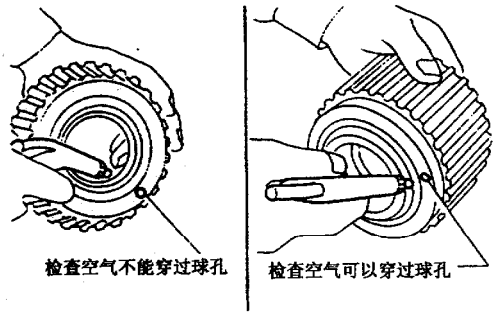

图 9 - 13 - 107
(3) 前进档离合器和超速档离合器主动片。检查主动片的表面是否烧蚀、刮伤或损坏，测量厚度，前进档离合器主动片厚度的标准值为 1.8mm，磨损极限为 1.6mm，超速档离合器主动片厚度的标准值为 1.6mm，磨损极限为 1.4mm，如果超出磨损极限，则应更换。
(4) 前进档离合器和超速档离合器碟形片。检查碟形片是否变形或损坏，测量碟形片的厚度，前进档离合器碟形片厚度的标准值为 2.5mm，超速档离合器碟形片厚度的标准值为 2.15mm，如果碟形片损坏或疲劳软化，则更换。
(5) 前进档离合器鼓。检查止回球的位置是否正确，从前进档离合器鼓外面把压缩空气加到止回球油孔中，确保空气可以从止回球泄漏，从前进档离合器鼓里面把压缩空气加到油孔中，确保空气不泄漏，如图 9 - 13 - 107 所示。